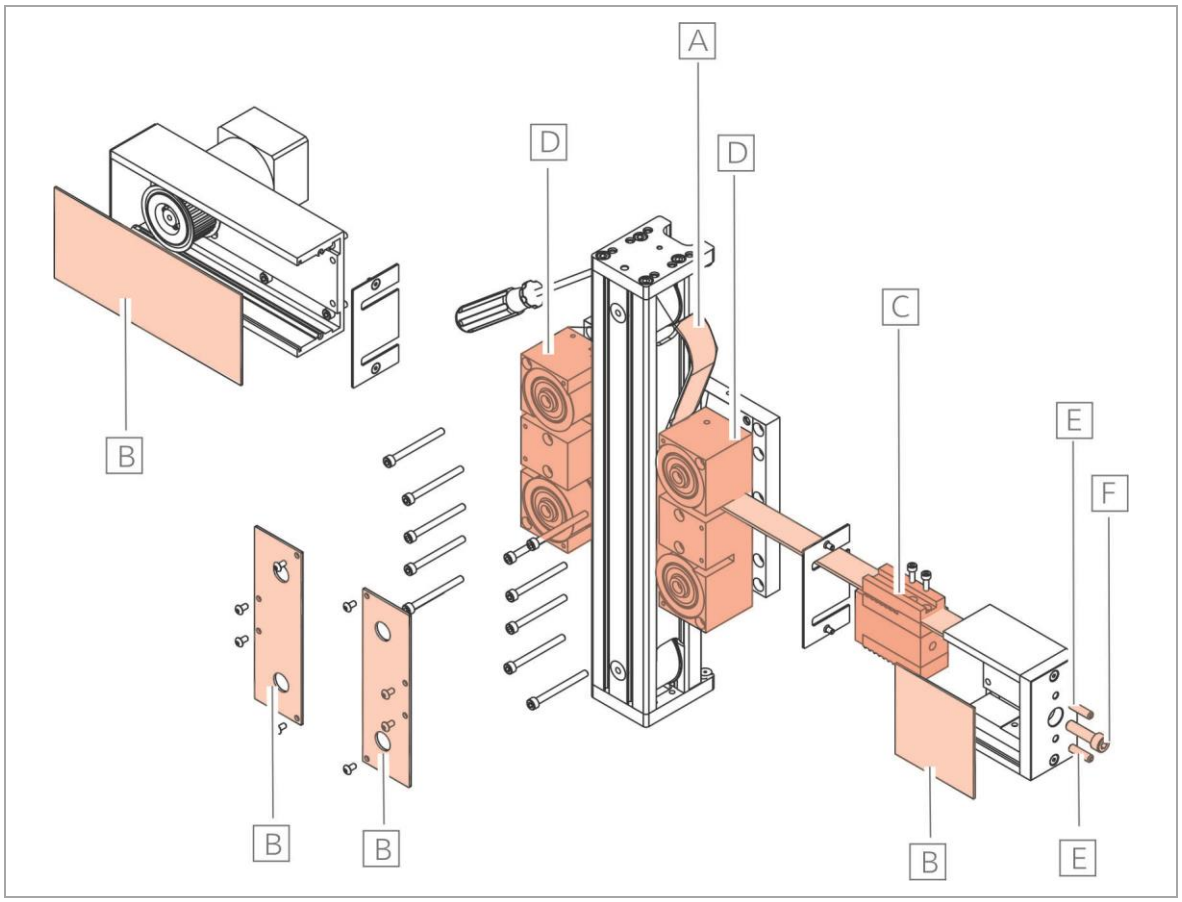

Figure 33 Toothed belt change at the module 60/33 ZOM
(1) Release the toothed belt (see [A] in Figure 33, 45) (loosen clamping screw [F]; do not change the counter-thread pins [E]).
(2) Remove the total of four covers [B].
(3) Release the belt fastener [C].
(4) Pull out defective toothed belt.
(5) Check further moving parts for wear and function, replace if necessary.
(6) Release housing with deflector rollers [D].